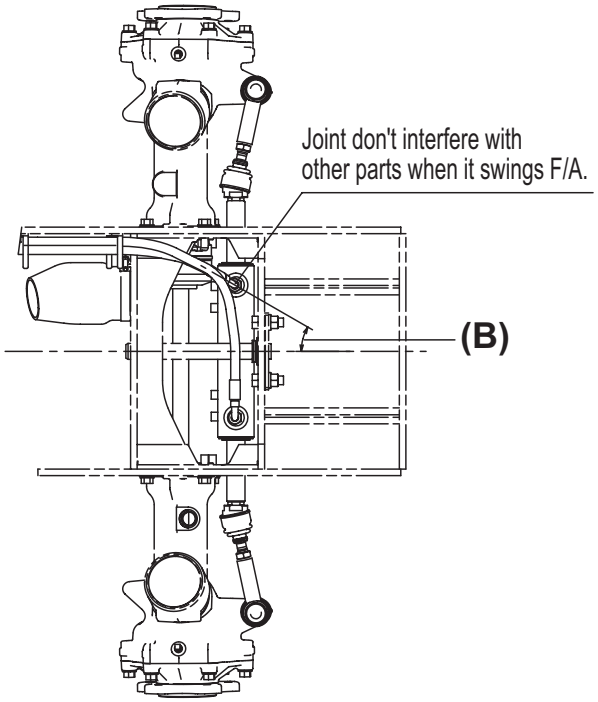

Fig. 5
●When installing the hydraulic oil, be careful of its installation angle **(Fig. 5, (B))**.